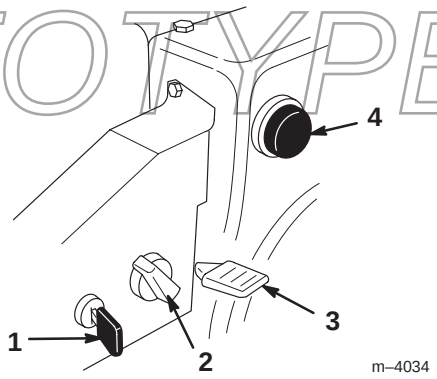

Bild 20
- **Zündschloss** (Bild 20) – Stecken Sie den Zündschlüssel ein, bevor Sie den Motor starten. Ziehen Sie den Zündschlüssel, um den Motor abzustellen.
- **Choke** (Bild 20) – Drehen Sie zum Anlassen eines kalten Motors den Choke im Uhrzeigersinn ganz auf **Ein**. Wenn sich der Motor erwärmt, drehen Sie den Choke langsam gegen den Uhrzeigersinn in die Position **Aus**.
- **Gashebel** (Bild 20) – Bewegen Sie den Gashebel nach oben, um die Motordrehzahl zu erhöhen, und nach unten, um die Drehzahl zu reduzieren. Stellen Sie den Gashebel auf **Stopp**, um den Motor zu stoppen.
- **Kaltstarthilfe** (Bild 20) – Betätigen Sie die Kaltstarthilfe, um eine geringe Kraftstoffmenge in den Motor zu pumpen, damit er sich bei kaltem Wetter leichter starten lässt.
2. Ziehen Sie den Zündschlüssel (Bild 20).
3. Ziehen Sie den Choke-Knopf (Bild 20).
5. Drehen Sie den Choke (Bild 20) auf **Ein**.
6. Stecken Sie den Zündschlüssel ein (Bild 20).
7. Decken Sie das Loch in der Mitte der Kaltstarthilfe (Bild 20) mit dem Daumen ab und drücken Sie diesen drei Mal ein, wobei Sie jedes Mal einen Moment warten.
10. Sobald der Motor anspringt, drehen Sie den Choke (Bild 20) sofort in die 3/4-Position. Wenn sich der Motor erwärmt, drehen Sie den Choke in die 1/2-Position. Wenn der Motor warm gelaufen ist, drehen Sie den Choke in die Position **Aus**.